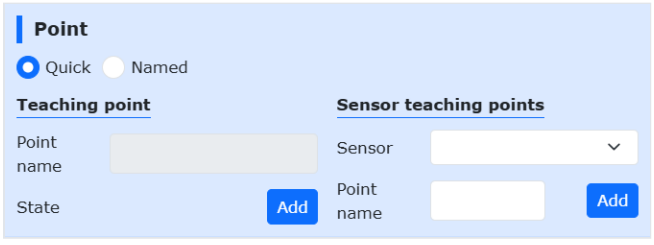

Rys. 15. Zapis punktu w panelu: szybki (Quick) (dokumentacja FAIRINO, panel po angielsku).
- w panelu: kliknij ⊕ na dolnym pasku pod modelem 3D (12 na rys. 1). W oknie *Point* wybierz zapis szybki *(Quick)* — nazwa nadana automatycznie — albo nazwany *(Named)* — opcjonalny prefiks i własna nazwa punktu. Kliknij *Add* (rys. 15 i 16).